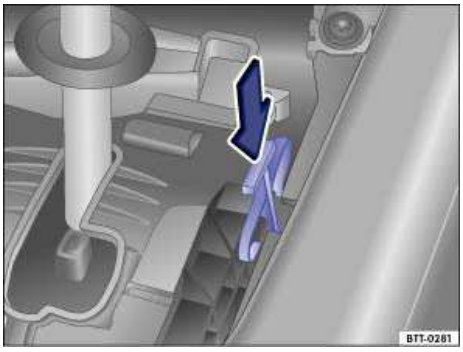

Fig. 161 Releasing the selector lever lock.
- Push the colored release lever ⇒fig. 161 in the direction of the arrow and hold it in this position.